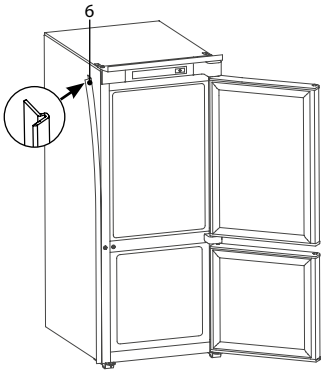

Figura 5 – Instalarea profilului decorativ
3.1.5 Lipiți profilul decorativ 6 în conformitate cu figura 5, îndepărtând garnitura de protecție a stratului adeziv, pe suprafața laterală a frigiderului din partea de deschidere a ușii. Dacă este necesar, profilul trebuie scurtat la înălțimea mobilierului.